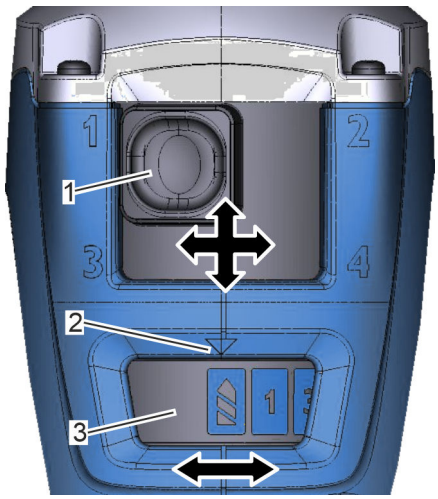

Fig. 22: Ajuste de la marcha y etapas de ajuste
3. Establezca una marcha (Fig. 22/1) de 1 a 4 (ajuste mecánico del engranaje).
4. Establezca una etapa de ajuste (Fig. 22/3) entre 1 y 15 (ajuste electrónico).